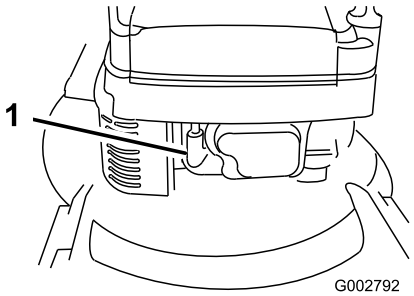

Figuur 15
1. Sluit de bougiekabel aan op de bougie (Figuur 15).